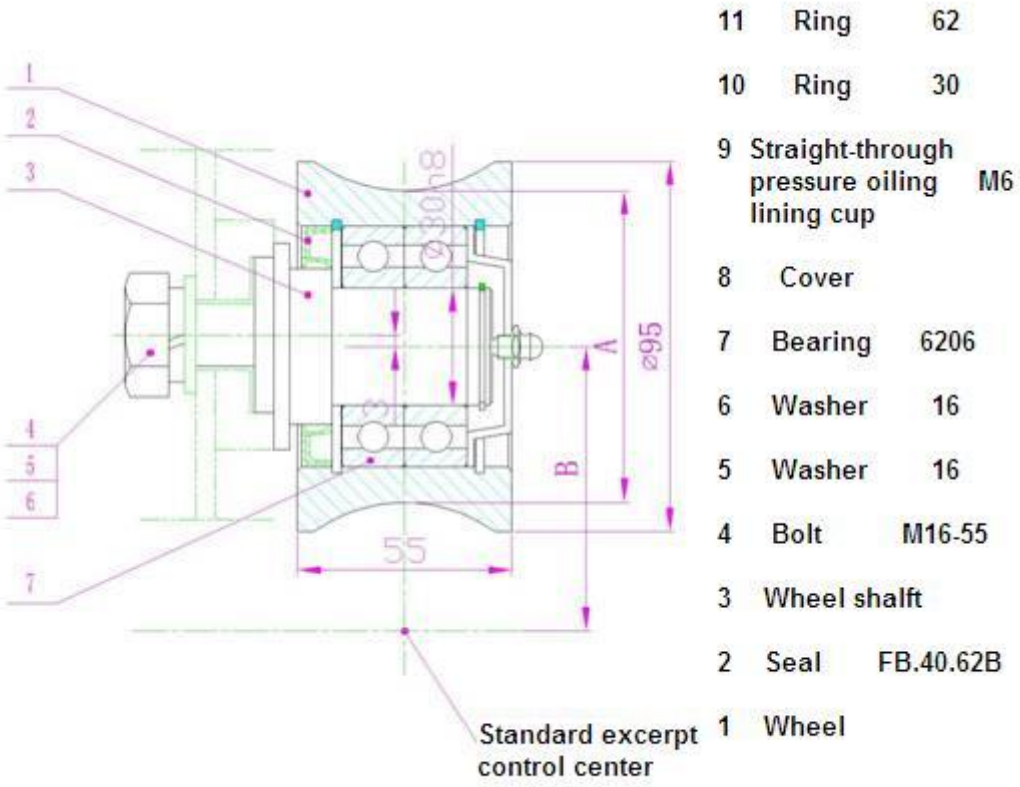

Figure 17
9.4 roller wear limit (see figure 17)
9.5 drive gear and gear wear safety device (see Figure 17)